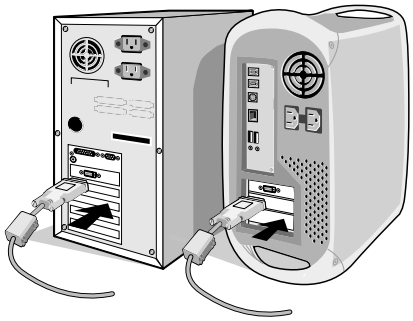

Abbildung A.1
2. **PC oder Mac mit digitalem DVI-Ausgang:** Verbinden Sie das DVI-Kabel mit dem Anschluss der Grafikkarte in Ihrem System (**Abbildung A.1**). Ziehen Sie die Schrauben fest.